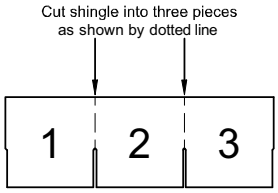

Figure 39. *Shingle cut into thirds*
4. **Install shingle cap.** Starting at the opposite end of the home from the prevailing wind, install ridge cap shingles provided by the manufacturer or use 12" x 12" shingles (36" shingles cut into three equal pieces) (**Figure 39**). Install using 1" x 1" x 16 ga galvanized staples or 12 ga 1-1/4" long, 3/8" diameter head roofing nails spaced 5-5/8 inches from bottom edge and 1/2 inch to 1-1/2 inches in from both edges. Cover the exposed fasteners with tar or cement.